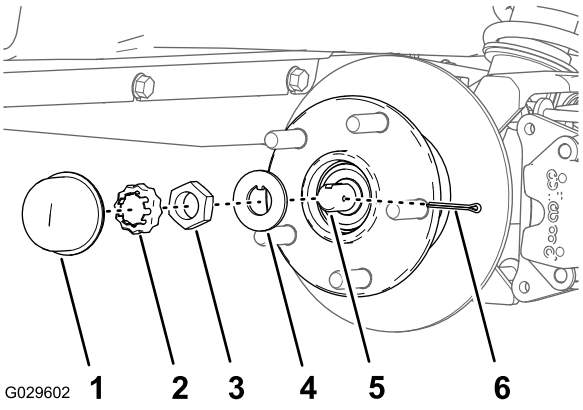
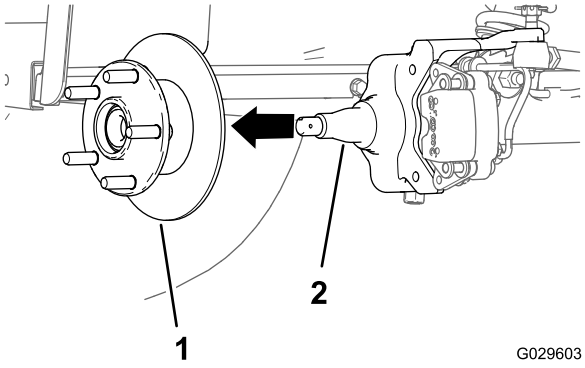

Figuur 32
Figuur 33
4. Verwijder de stofkap van de naaf (Figuur 32).
5. Verwijder de borgpen en de moerzekering van de as en de asmoer (Figuur 32).
6. Verwijder de asmoer van de as, en verwijder de naaf en de rotor van de as (Figuur 32 en Figuur 33).